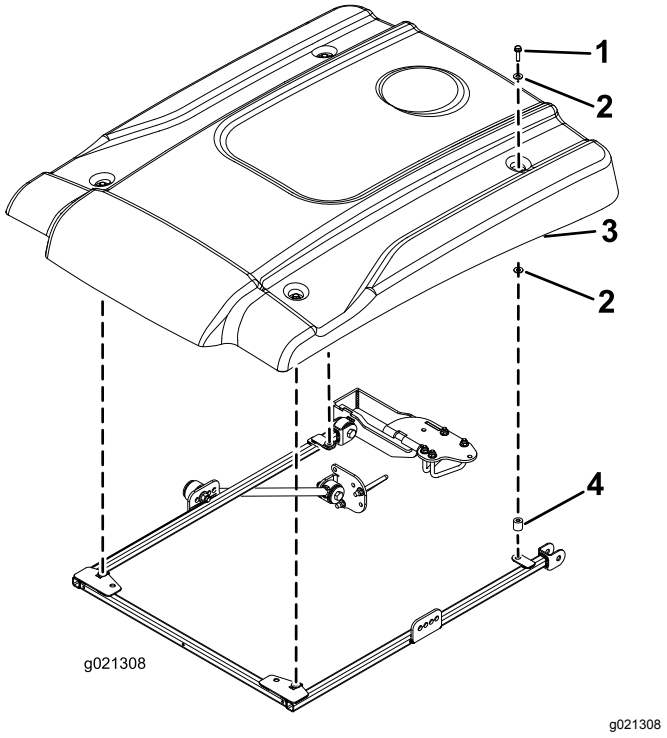

Figuur 33
11. Bij het uitlijnen van de bevestigingsgaten dient u het zonnescherm op het frame te plaatsen zoals wordt getoond in Figuur 33.
12. Bevestig de hoeken van het zonnescherm losjes op het frame met een flenskopbout (5/16" x 2¼"), 2 kleine ringen en een afstandsstuk (Figuur 33). Plaats een ring aan elke zijde van de rubberen pakking van het zonnescherm.